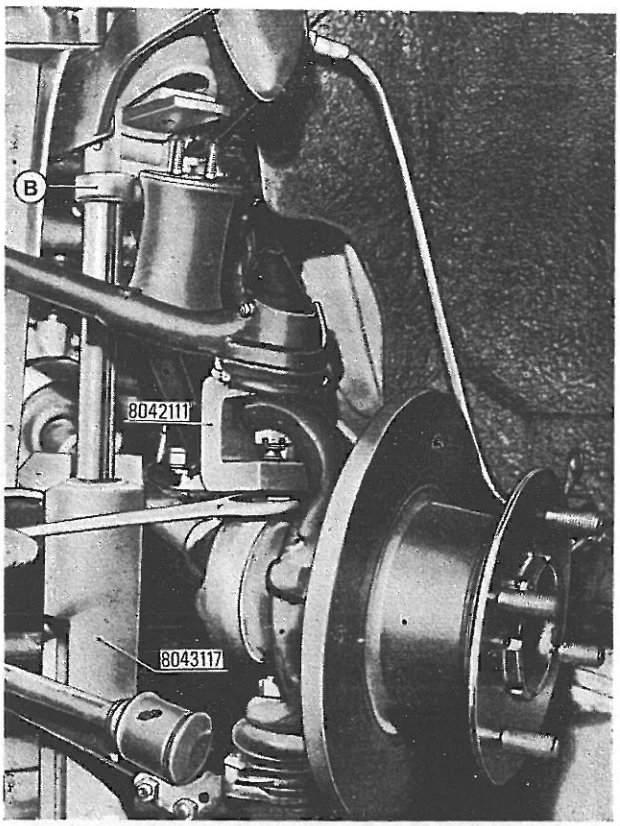

**Fig. 12 2/3 - Estrattore 8042111 - B. Testina attrezzo 8043117**
— Operando da sotto vettura, montare l'attrezzo 8043117 munito di testine (B) (particolare B di fig. 12 2/3) per caricare la balestra.